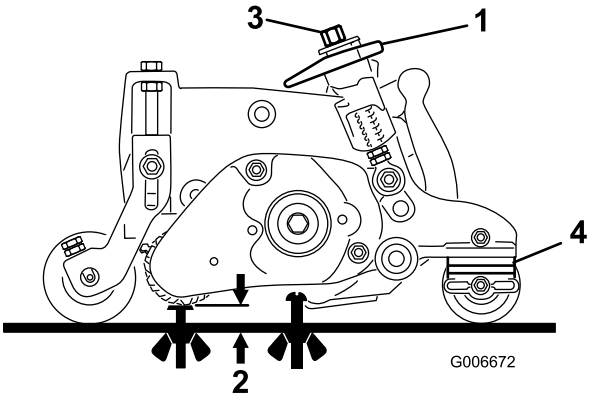

Figur 40
3. Vrid snabbspakarna (Figur 40) till aktiverat läge (handtagspunkterna mot klippenhetens främre del). **Använd tabellen för rekommenderat klipphöjds- (Height of Cut – HOC) och trimningshöjdsintervall (Height of Groom – HOG) när du ska justera mätstången.**
4. Mät avståndet från trimknivens lägsta spets till arbetsytan i en ände av trimningscylindern (Figur 40). Vrid på höjdjusteringsreglaget (Figur 40) för att höja eller sänka trimknivspetsen till önskad höjd.